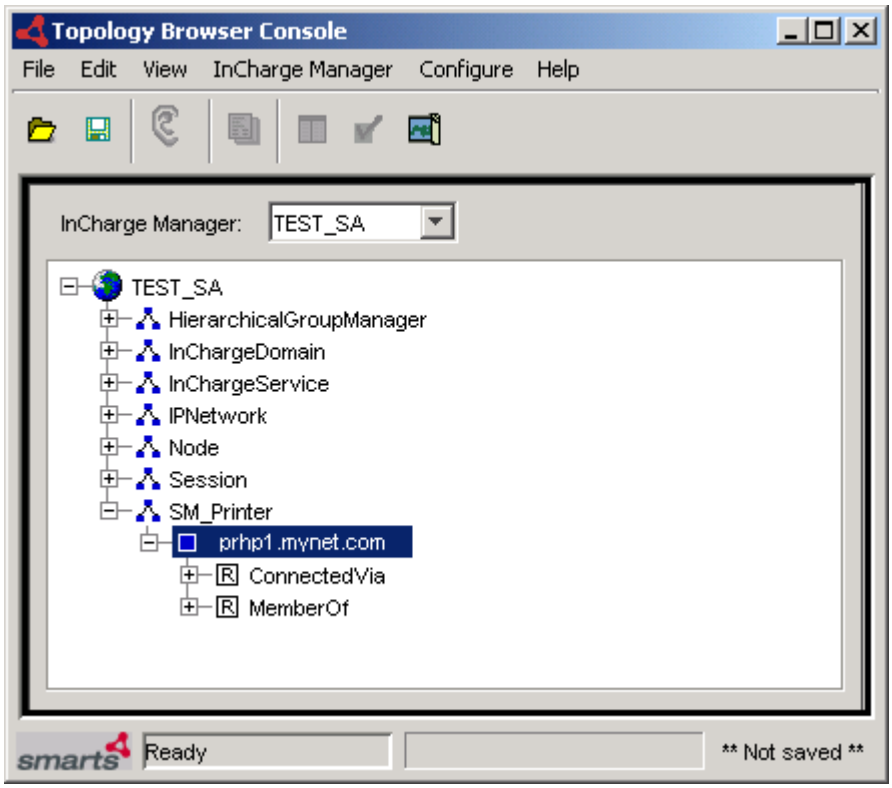

Figure 2-3 **SM_Printer class in the TEST_SA Global Manager**
2. In the Topology Browser Console, verify that the SM_Printer class has been added, as shown in Figure 2-3 on page 2-9.